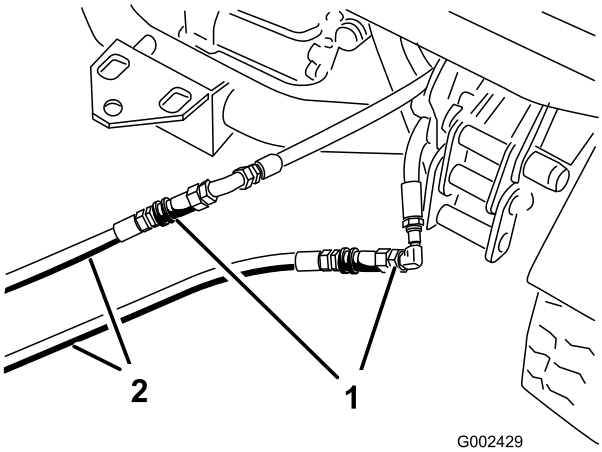

Figur 72
3. Koble de to forbindelsesslangene på det deaktiverte kjøretøyet til slangene som ble koblet fra (Figur 72). Dekk til ubenyttede nipler.